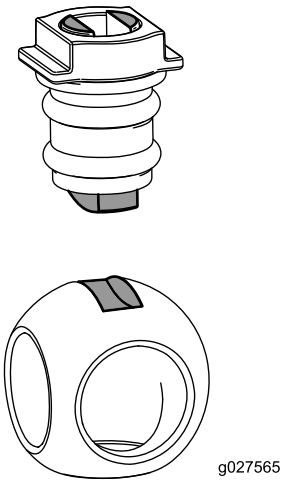

Figuur 142
6. Steek de kogel in de klepbehuizing (Figuur 142).
Opmerking: De afsluiter moet in de kogelopening passen. Als de afsluiter er niet in past, dient u de locatie van de kogel aan te passen (Figuur 142).